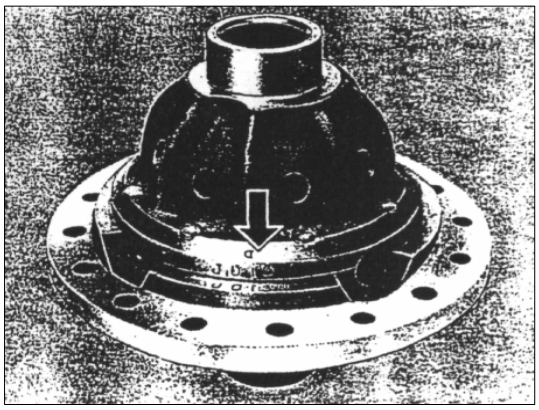

РИС. 344
4) Проверьте отметки на сопряженных деталях на картере дифференциала и половинках крышки (см. рис.344). Открутите болты крепления крышки дифференциала и отделите крышку от картера.
6) Выровняйте метки сопряженных деталей и установите крышку на картер дифференциала (см. рис.344).